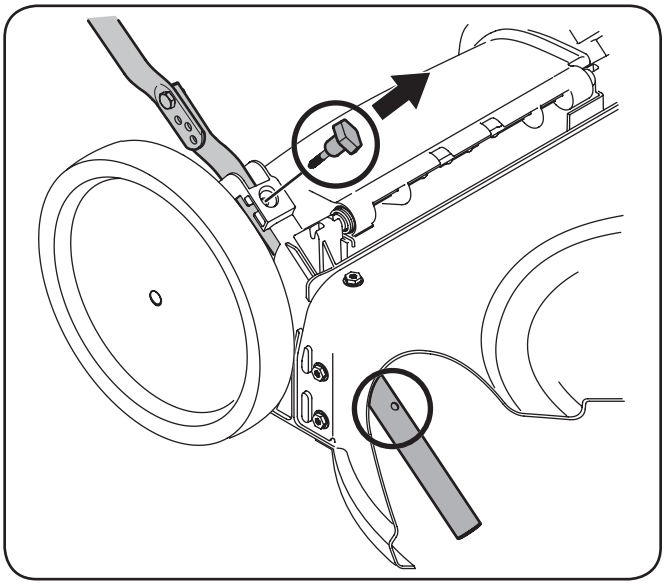
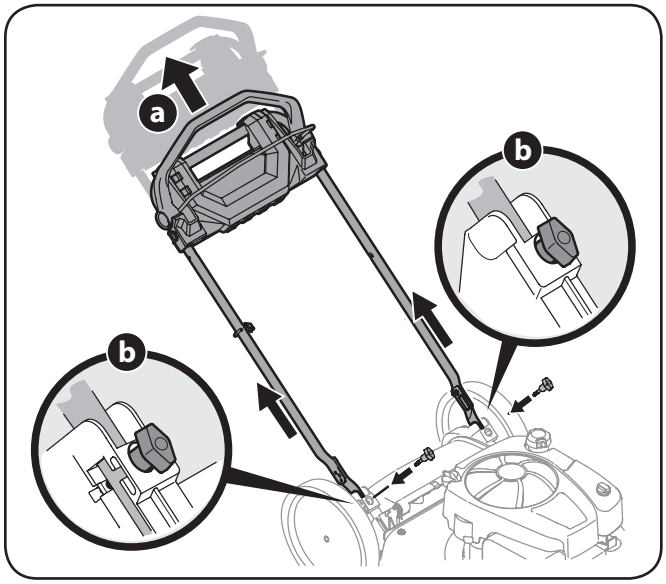

Figura 3-3
Figura 3-4
2. Retire la T-pernos de la manija entre corchetes como se muestra en Figura 3-3.
a. Tire hacia arriba aproximadamente 8 pulgadas en el asa hasta agujeros en la manija (que se muestra en Figura 3-3 corte de la cubierta) se alinean con los agujeros en el mango soporte. Vea Figura 3-4.
b. Inserte el T-pernos quitó anteriormente a través del mango corchetes y asa inferior y apriete bien para asegurar el mango en su lugar. Vea Figura 3-4.